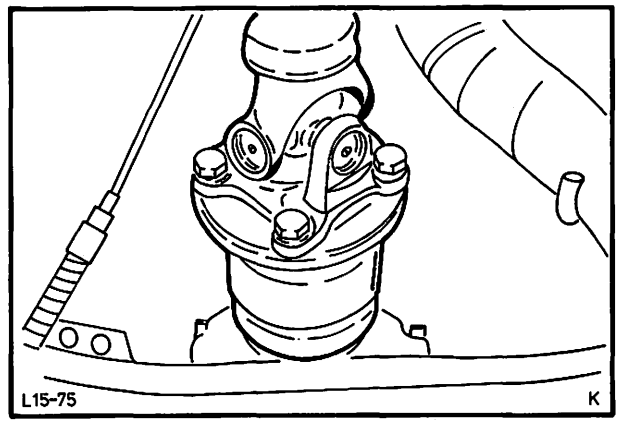

Abb. 117 Gelenkwelle an Flansch – Hinterachsverlängerung montieren
20. Gelenkwelle mit Flansch–Hinterachsverlängerung verschrauben (neue Federringe verwenden). Schrauben mit vorgeschriebenem Drehmoment festziehen, Abb. 117.